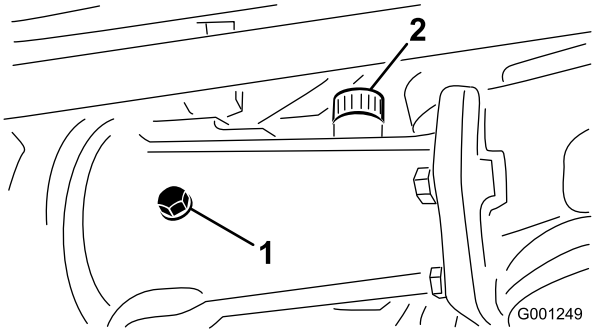
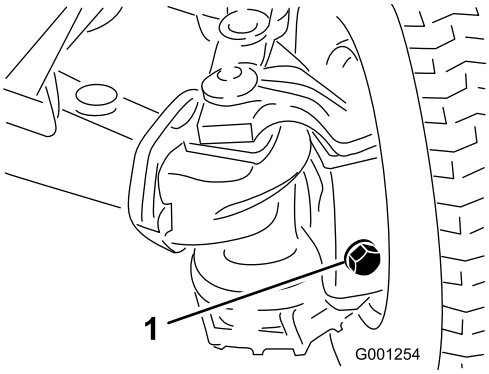

Figur 27
Figur 28
2. Fjern kontrolpropperne fra akslen, og sørg for, at smøreolien når op til bunden af hvert hul. Hvis oliestanden er lav, fjernes påfyldningsproppen, og der hældes tilstrækkelig olie på, til den når op til bunden af kontrolprophullerne (Figur 27 og Figur 28).